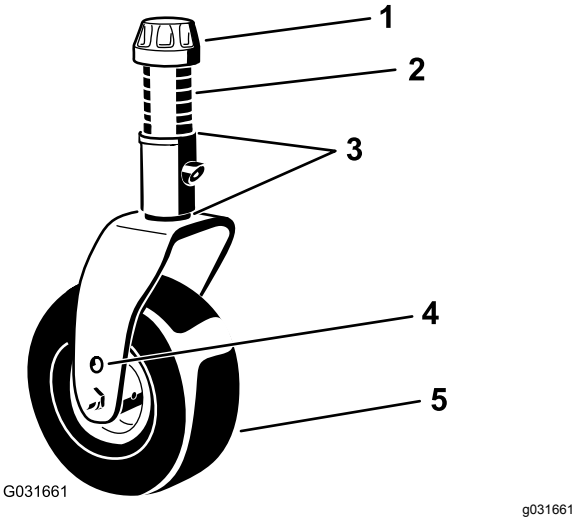

Figuur 34
4. Gebruik de meegeleverde sleutel voor de zwenkwielkap om het klemkapje te verwijderen van de spilas van het zwenkwiel en schuif de zwenkwielas uit de zwenkwielarm (Figuur 34).
7. Plaats de opvulstukken (zoals deze oorspronkelijk zijn geplaatst) en de overige afstandsstukken op de spilas (Figuur 34).
8. Plaats het klemkapje en draai het vast met de meegeleverde sleutel voor de zwenkwielkap om het geheel te borgen (Figuur 34).